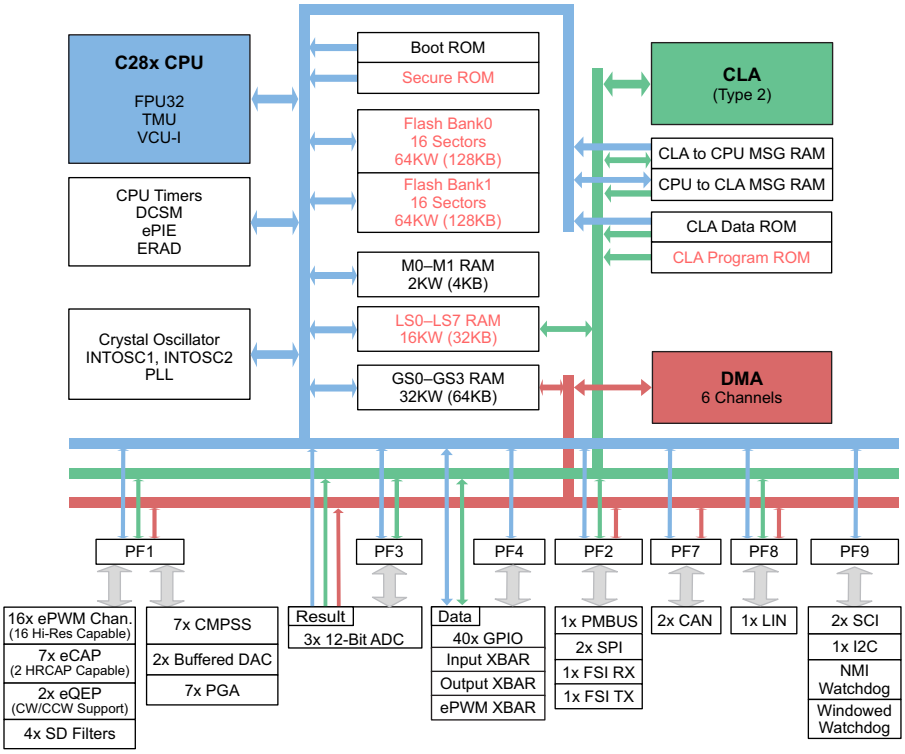

Figure 1-1. Functional Block Diagram
- Figure 1-1 (Functional Block Diagram): Updated figure. 5